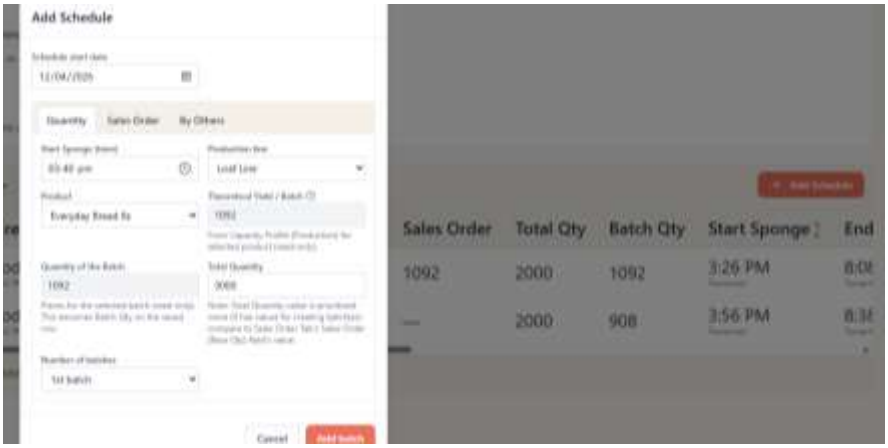

Figure 48: Add Schedule in between 3:26pm & 3:56pm at 3:30pm same day
Step 1b: Go to Scheduling Page & just like Step 1a, click the "Add Schedule" button & the Add Schedule dialog having Quantity Tab, Sales Order Tab & By Others Tab will be shown. This step is about adding a schedule that w/in the existing schedule has already generated. This is a "time conflicting scheduling" wherein App Demo detects this & prompts User that it is a schedule of conflict as seen in Figure 48 & 49. Still, User can proceed such add of schedule, forcing App Demo to do the scheduling feature called "Reflow" or timing schedules of the existing (those that are affected) will be adjusted automatically to pave way to User's schedule addition/insertion that causes time conflict as seen in Figure 50.